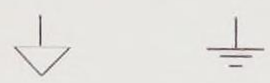

Figure 2-27(d) MultiSIM common symbols
f. Analog and earth common symbols are available as shown in Figure 2-27(d)